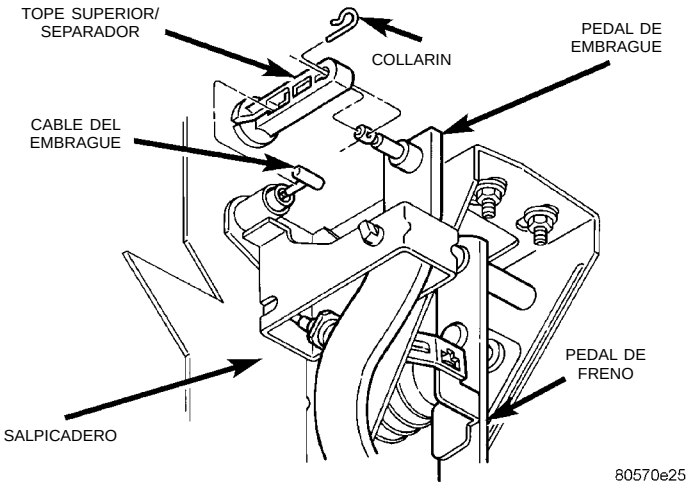

Fig. 5 Desmontaje del extremo del cable
(4) Guíe el cable a través de la muesca del transeje y desconéctelo de la palanca de desembrague.
(5) Desconecte del pedal de embrague el tope superior/separador con el cabo del cable (Fig. 5).